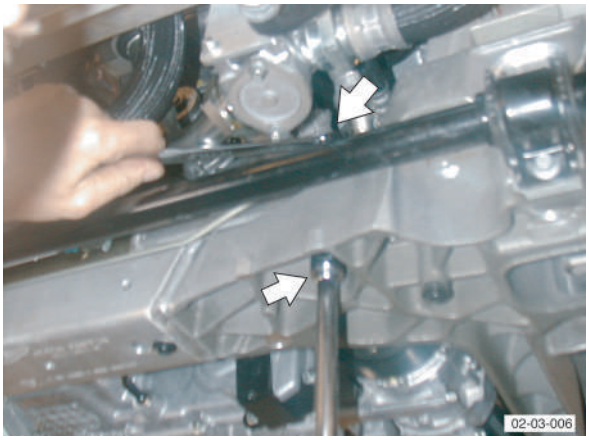

Fig. 4
26. Remove steering rack nuts (x3) from bolts and retain bolts in steering rack (see Fig. 4).